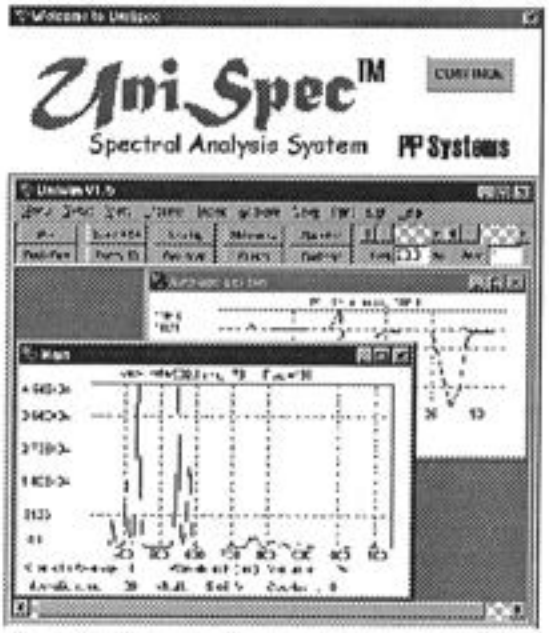

Figure 20. Introductory Screen.
4. The software starts by loading the introductory screen (Figure 20).